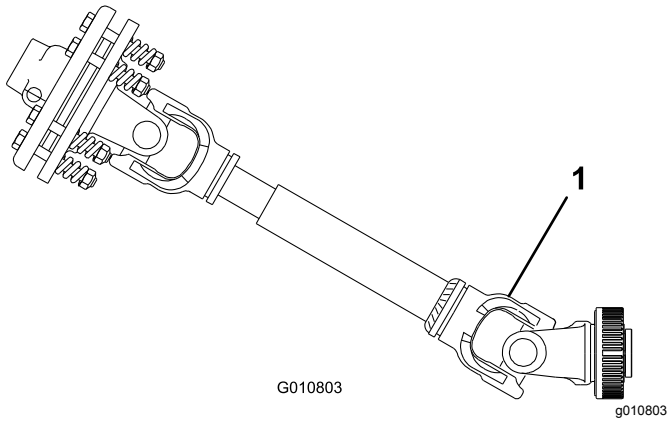

**Figur 10**
***Viktig:*** **Ikke løft luftemaskinen høyere enn nødvendig når du kobler til kraftuttaket. Hvis du heiser maskinen for høyt opp, kan kraftuttaksakselen brekke (Figur 10). Slå av kraftuttaket når du hever luftemaskinen. Du kan bruke kraftuttaket med en vinkel på opptil 25 °. Hvis vinkelen overskrider 35 ° når luftemaskinen står i den høyeste stillingen, kan det føre til at akselen blir alvorlig skadet.**